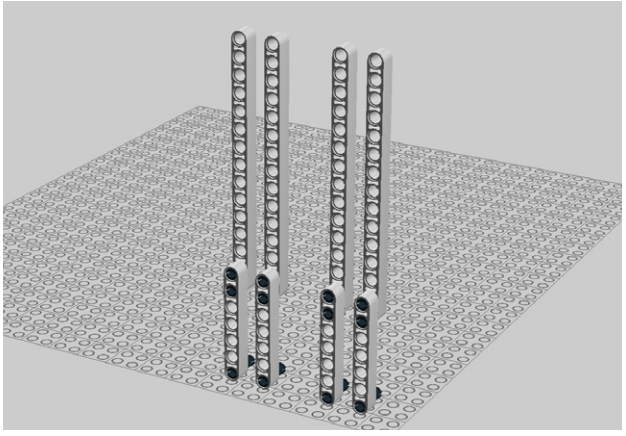

Figure 5-51. *Step 44: The four supports*
44. Next comes the right wall. Grab the four spare supports, shown in Figure 5-51, that you built earlier.